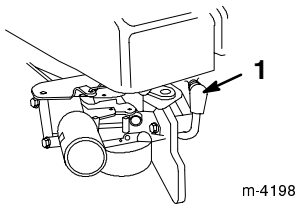

**Figure 39**
2. Disconnect the wire from the spark plug (Fig. 39).